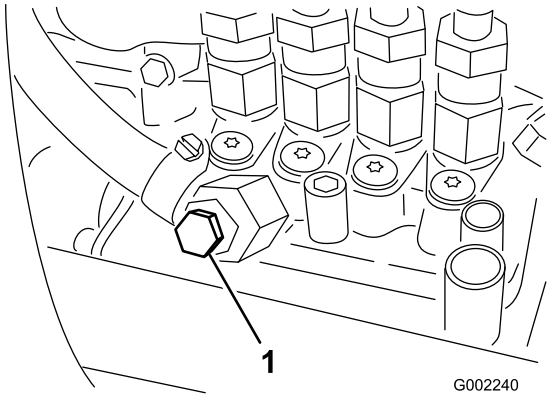

Figur 42
7. Åbn udluftningsskruen på brændstofindsprøjtningspumpen (Figur 42).